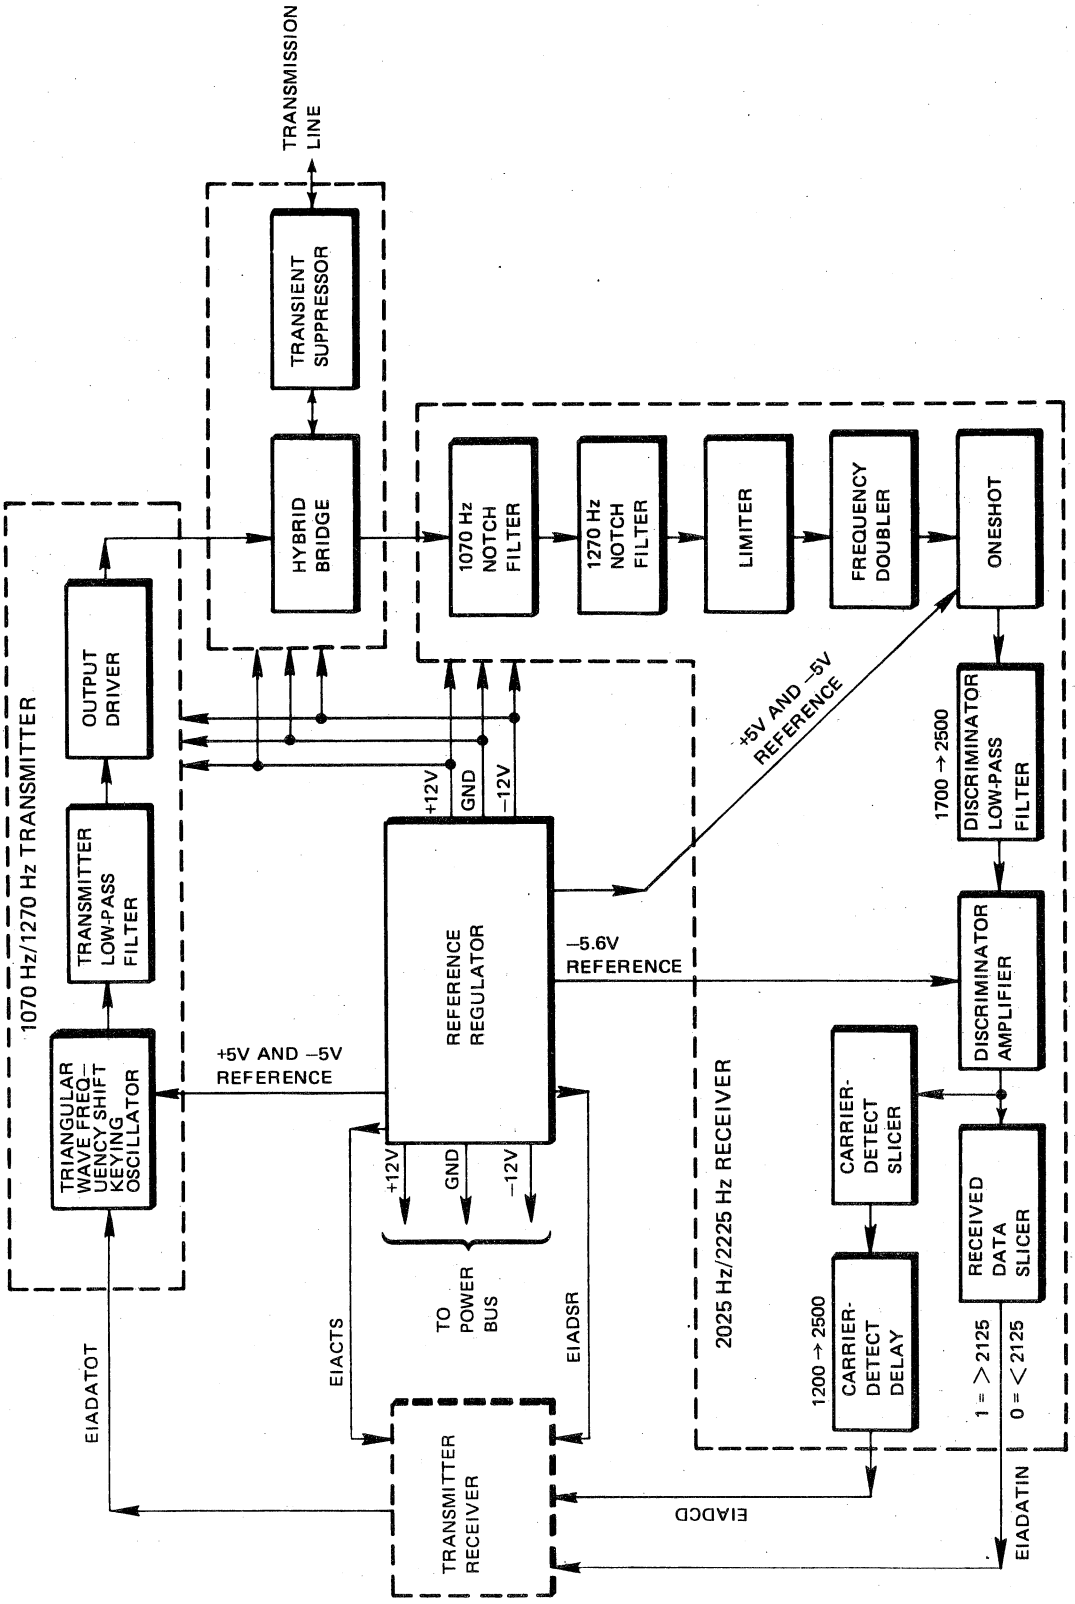

FIGURE 3-9.1. ORIGINATE-MODE (TL) MODEM FUNCTIONAL BLOCK DIAGRAM
3-9.1.4.TL Modem – Originate Mode. The TL Modem is an originate-mode PC card modem, designed to communicate with the comparable answer-mode (TH) modem. The transmitter section of the TL Modem converts a MARK level (EIADATOT low) from the serial transmitter into a MARK (1270 Hz) frequency on the transmission line and converts a SPACE level (EIADATOT high) into a SPACE (1070 Hz) frequency on the transmission line. The TL modem receiver section converts a received MARK (2225 Hz) frequency on the transmission line into a MARK level (EIADATIN low) for the serial receiver and converts a received SPACE (2025 Hz) frequency on the transmission line into a SPACE level (EIADATIN high) for the serial receiver. Modulation and demodulation processes may be carried out for data rates up to 300 baud. A block diagram of the TL modem is shown in Figure 3-9.1.